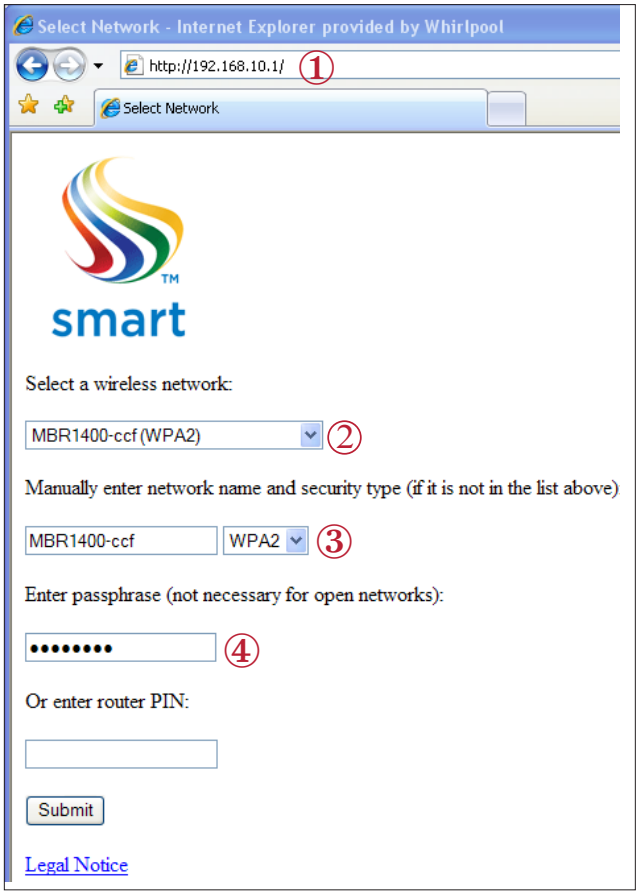

Figure 13
4. If nothing appears, open a web browser and type "192.168.10.1" in the address bar **(1)** and press "Enter" to view the "Smart" setup webpage (see figure 13). In the drop down list of available wireless networks **(2)**, select the name of customer's home wireless network. If the home wireless network is hidden, manually enter its name and security protocol **(3)**. If required, enter the passphrase for the home wireless network **(4)**, and then Submit.